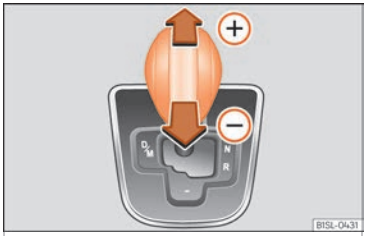

Fig. 164 Lever in the Tiptronic position
- Press the lever forwards (+) or backwards (−) to move up or down a gear ››› **Fig. 164**.